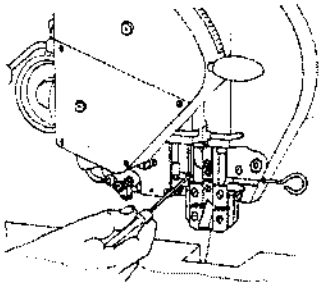

Fig. 30
1.) The set screw above the bender 3103225 must be unscrewed to get the shaft of the tongue free. (Fig. 30)
2.) Screw the threaded ring tool M4 3203716 into the bore-hole on the right edge of the stitching head as deep as possible to catch the shaft of the tongue. (Fig. 30) Pull the shaft out to the hole.